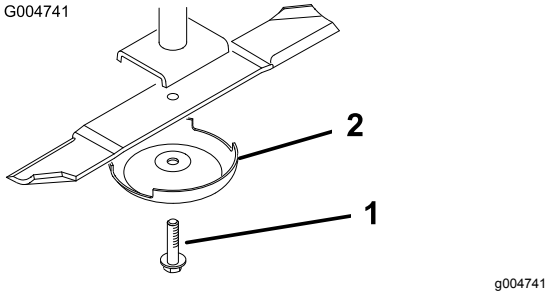

Figuur 112
2. Pak het uiteinde van het mes vast met een doek of een dikke, gevoerde handschoen. Verwijder de mesbout, de antiscalpeercup en het mes van de as (Figuur 112).